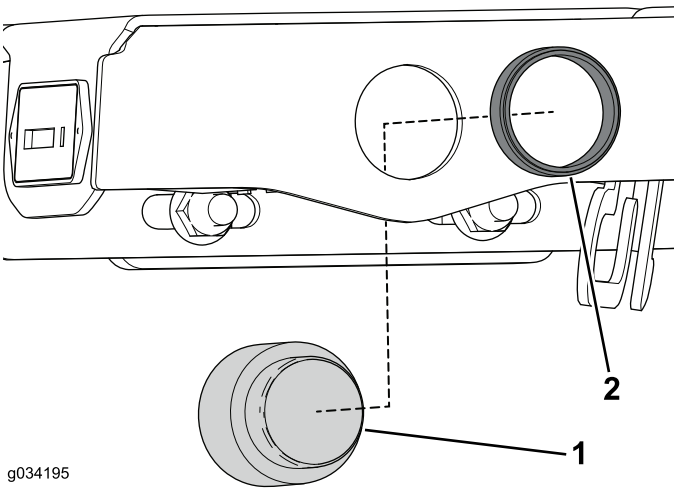

Figuur 11
2. Verwijder de geribbelde borgring van het alarm en neem het alarm uit de bedieningseenheid (Figuur 11).